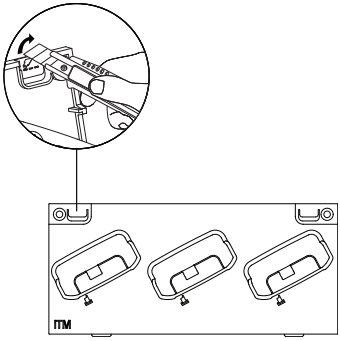

Figura 11: Quiebre o corte la placa rompible en la cavidad de carga.
2. Quiebre o corte la placa rompible en la cavidad del carga para sacar el cable de programación (consulte la Figura 11).